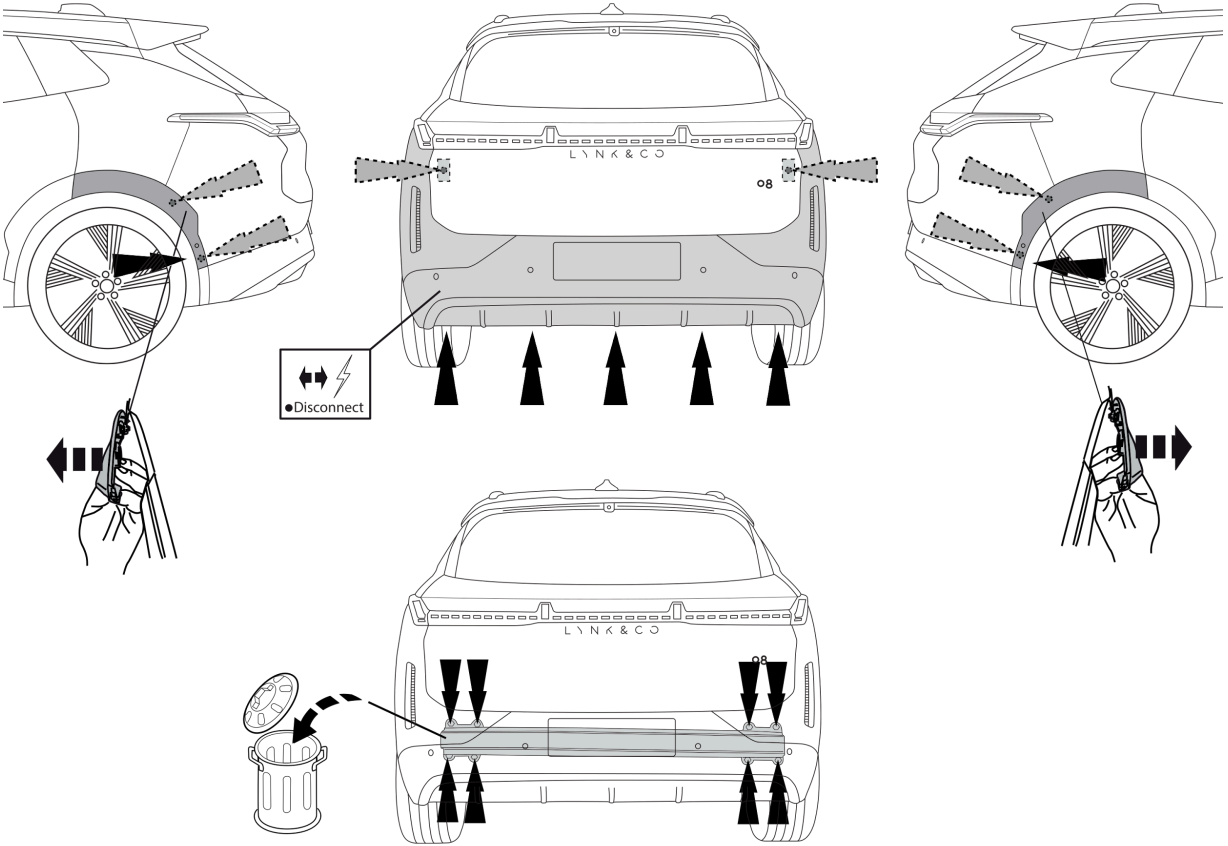

Fig. 1
1. Снять бампер вместе со буферным брусом автомобиля. Буферный брус больше не понадобится. См. рисунок 1.